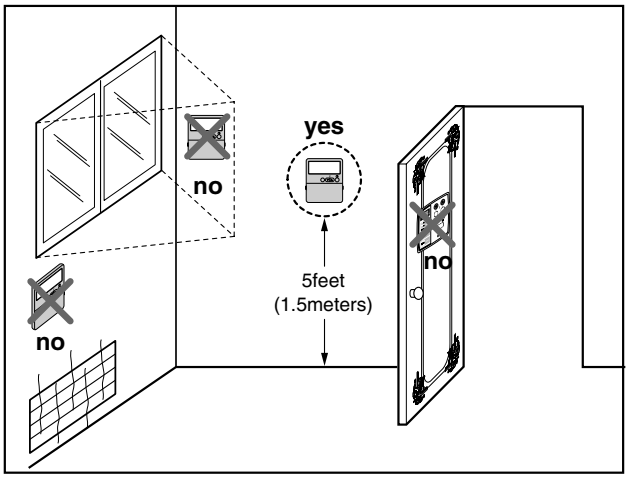

Fig.5 Typical locations for remote controller
- This remote controller is equipped with a seven segment LED. display. For proper display of the remote controller LED's, the remote controller should be installed properly as shown in Fig.5.
3) Refer to Figure 5 for the electrical access locations provided on the unit.